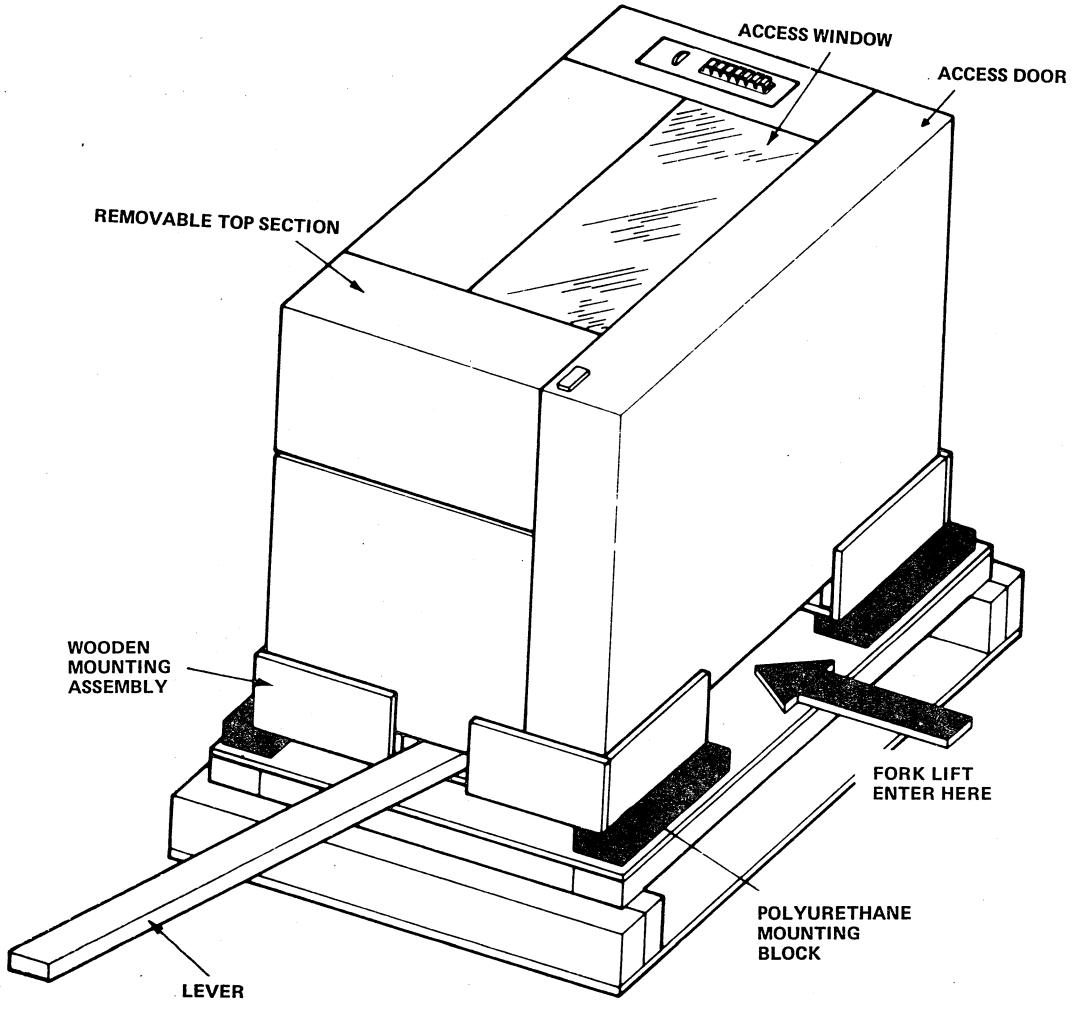

Figure 8-1. Printer Uncrating
5. Using a fork lift or hydraulic roller lift with the forks close together, enter the front of the printer, and lift the printer (figure 8-1).